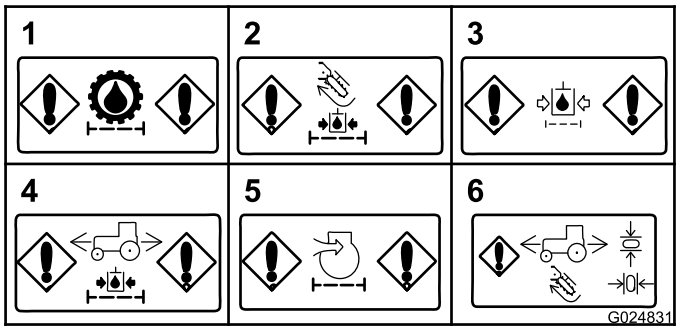

Figura 35
- **Restrição do filtro de carga hidráulica (transmissão)** – Esta mensagem será exibida em caso de restrição do filtro de carga hidráulica da transmissão (Figura 35).
- **Restrição do filtro de carga hidráulica (acessórios)** – Esta mensagem será exibida se o filtro de carga do circuito hidráulico dos acessórios estiver restrito (Figura 35).
- **Restrição do filtro de retorno hidráulico** – Esta mensagem é exibida se o filtro de retorno hidráulico estiver restrito (Figura 35).
- **Restrição do filtro de carga hidráulica (motor de tração)** – Esta mensagem é exibida se o filtro de carga do motor de tração estiver restrito (Figura 35).
- **Restrição do filtro de ar (motor)** – Esta mensagem é exibida quando o filtro de ar exigir reparo (Figura 35).
- **Retorno ao indicador Neutro** – Este indicador é exibido se você tentar uma operação que exija o retorno do joystick ou do pedal de tração até a posição Neutro. Retorne o joystick ou o pedal de tração até a posição Neutro antes de continuar com a operação (Figura 35).